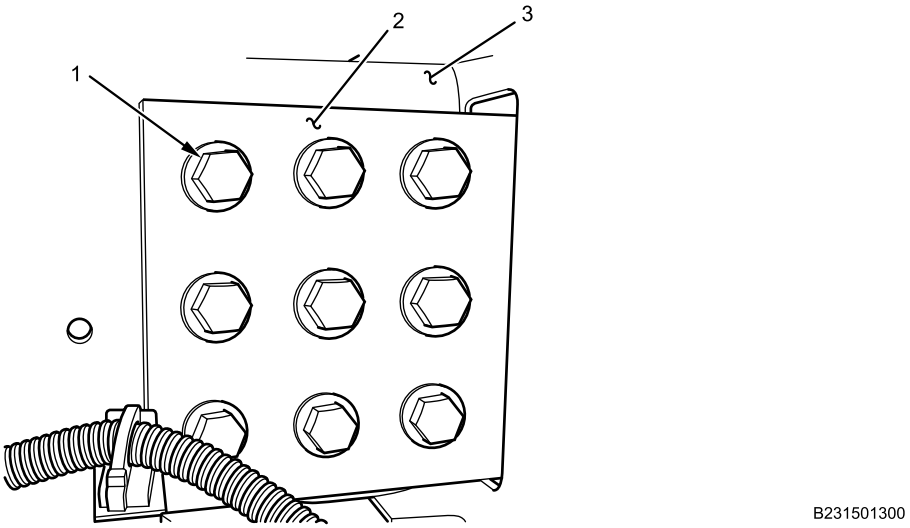

Figure 3. Side View of Right Front Towing Eye Behind Bumper.
2. Install nine bolts (Figure 3, Item 1) and nuts that attach towing eye (Figure 3, Item 2) to frame rail (Figure 3, Item 3) and torque to 350-375 lb-ft (475-508 N•m).